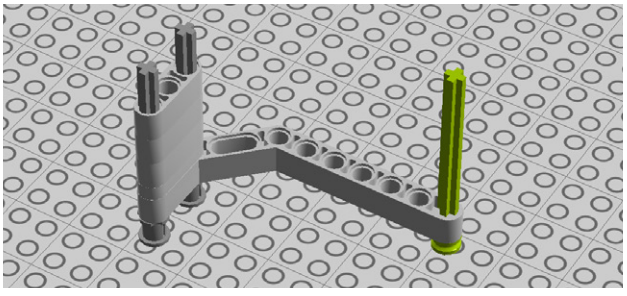

Figure 7-69. *Step 62: Adding another cross-axle*
62. Add a cross axle to the other end of the beam, and secure it with a half bush (Figure 7-69).